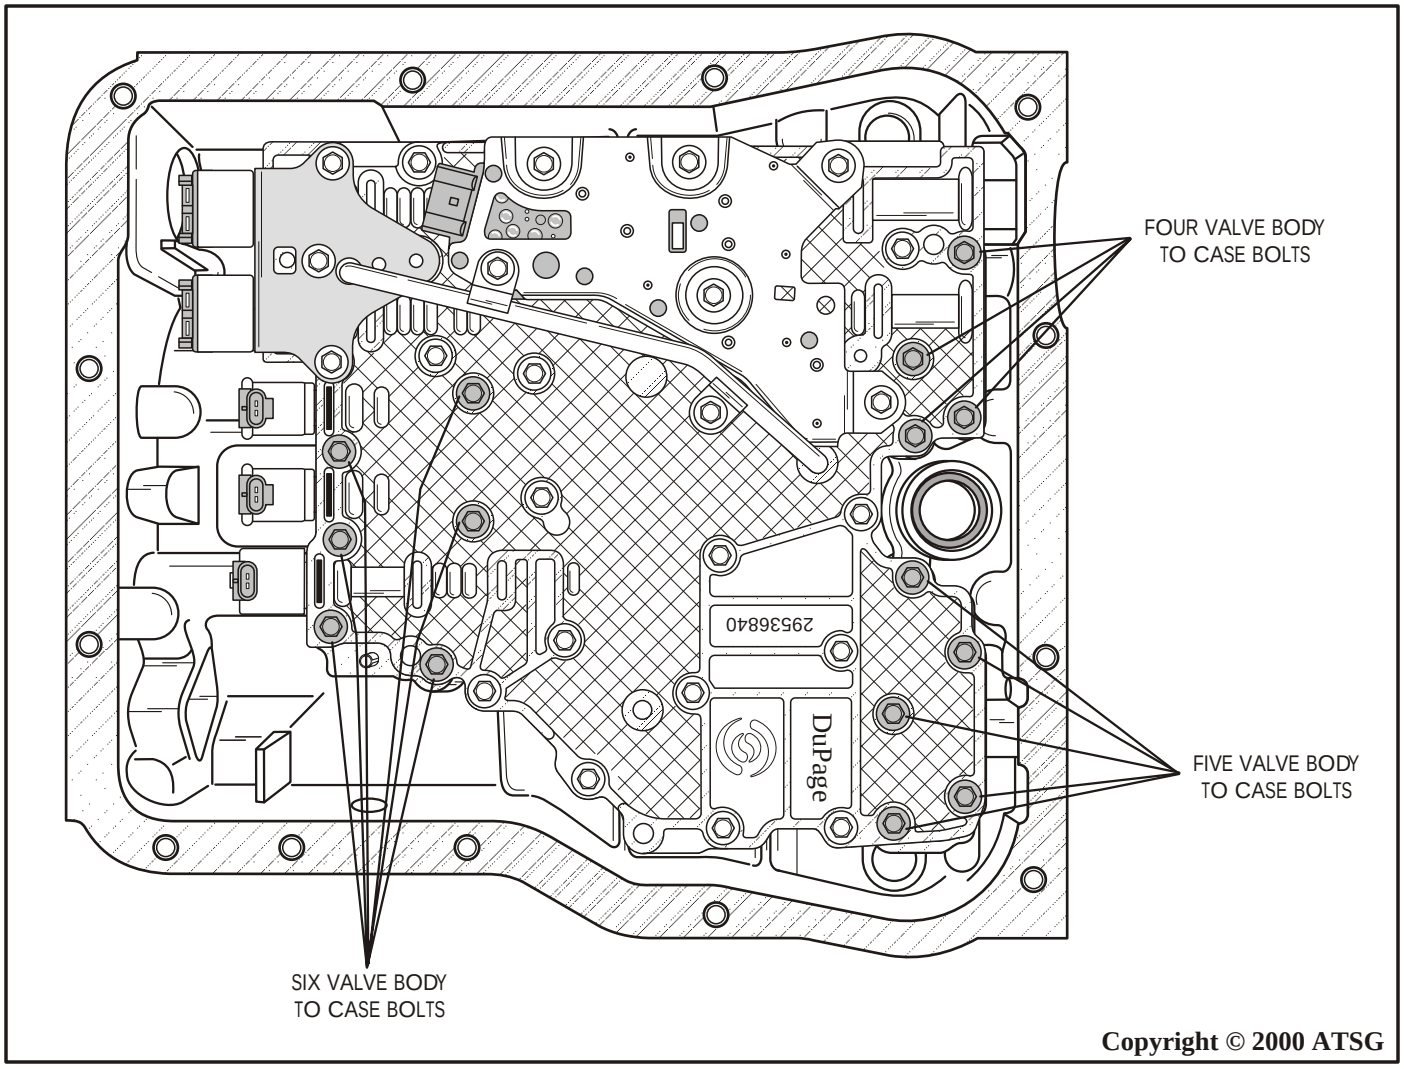

Figure 50
16. Remove the 15 valve body to case retaining bolts, using an 8mm socket (See Figure 50). ***Note: Remove "Only" the valve body to case bolts that are shaded as shown in Figure 50.***